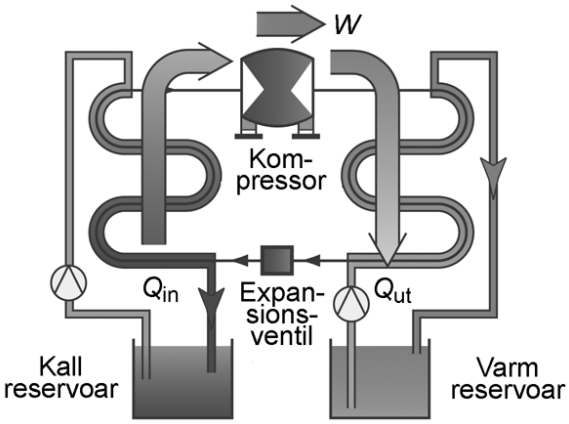

Figur 3: En schematisk bild av en värmepump. De viktigaste delarna är kompressor, expansionsventil, kall och varm reservoar.
5. I en demonstrationsvärmepump enligt figur 3 tas värme Q_in från en ”kall reservoar” som innehåller 10 liter vatten-glykolblandning. Värme Q_ut, avges till en ”varm reservoar” som innehåller 10 liter vatten. Q_in är den värmemängd som man normalt tar ”gratis” från en lämplig reservoar och Q_ut är den nyttiga värmemängd som vi normalt använder till uppvärmning. Kompressorn tillför arbetet W, som vi betalar för via elräkningen.